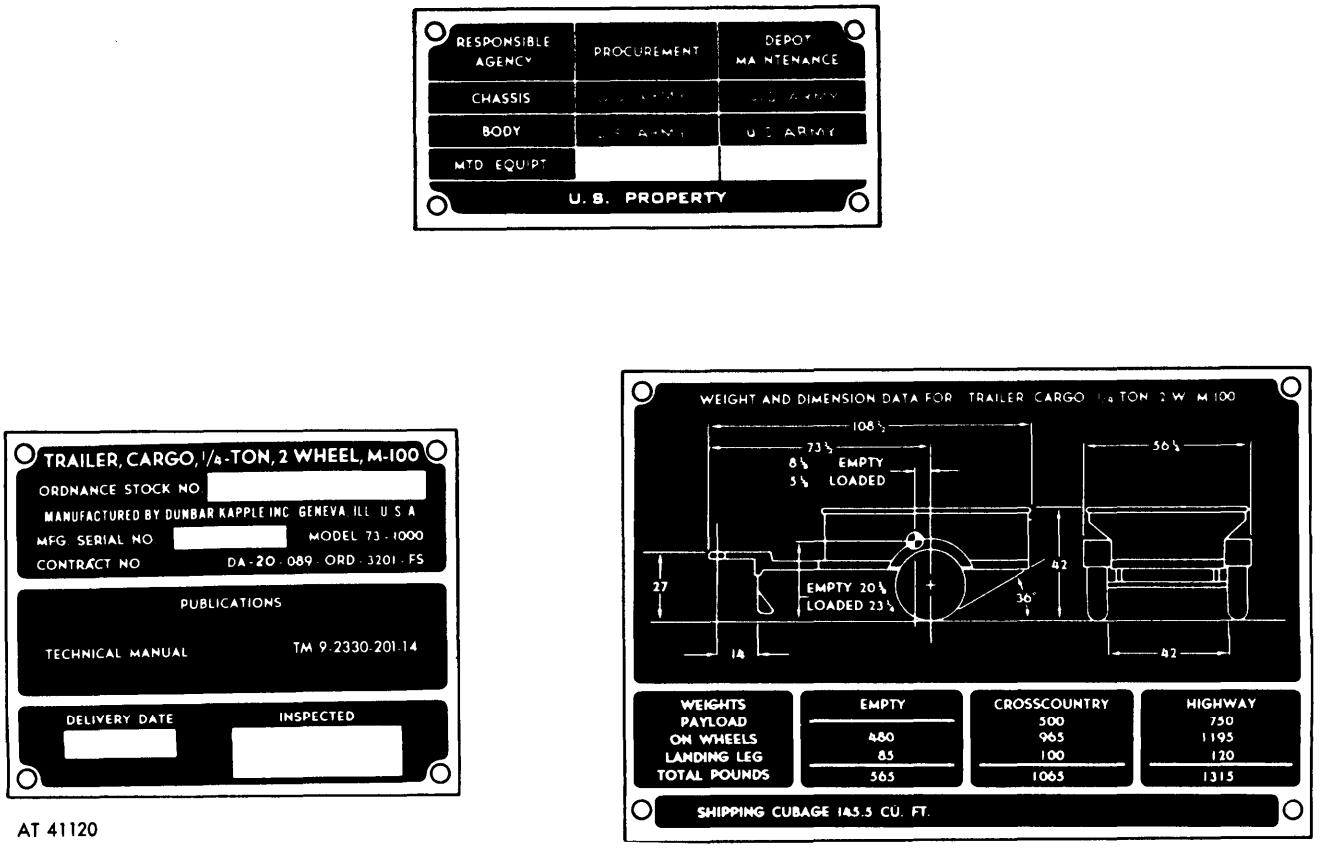

Figure 1-10. Name. Data, and service plates.
h. Name, Data and Service Plates. (fig. 1-10).
(1) Name and Data Plates list the name of the vehicle. federal stock number, manufacturer's serial number, contract number, publication concerning the vehicle, delivery and inspection dates, weight and dimension data, and shipping cubage.
(2) Service plates designate the agencies responsible for procurement and general support maintenance of the M100 and M367 trailers and mounted equipment.